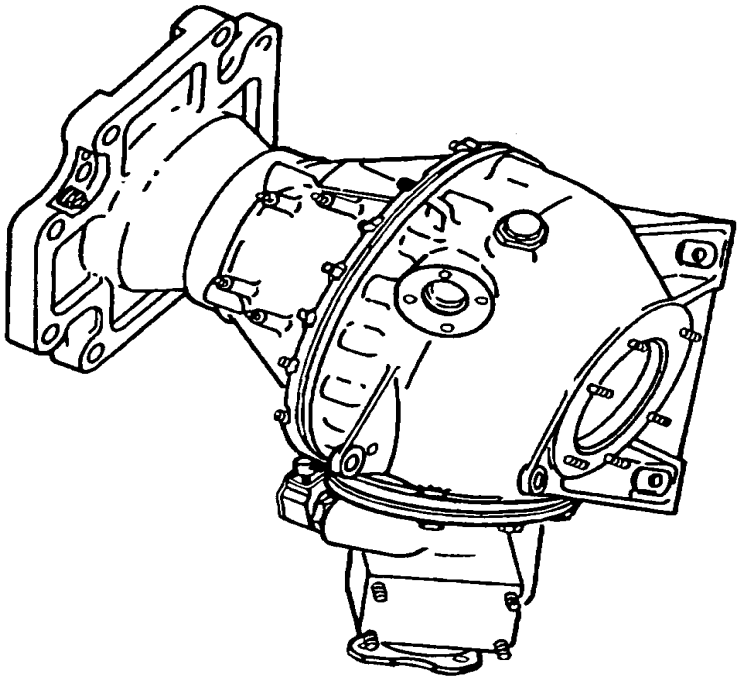
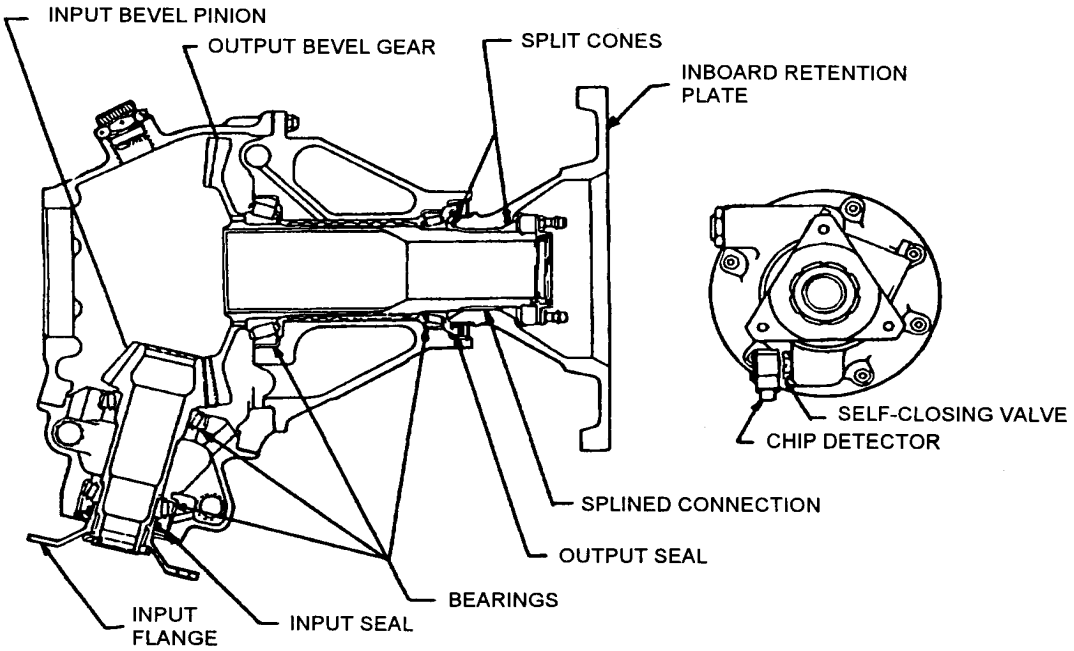
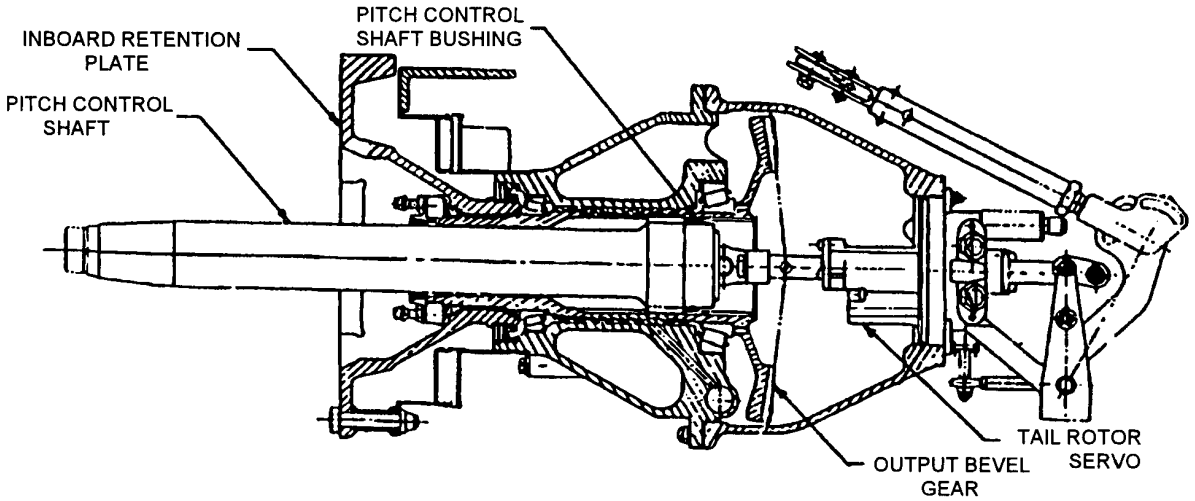

**Figure A-5. Tail Rotor Gearbox**
**Figure A-6. Tail Rotor Gearbox Nomenclature**
**Figure A-7. Tail Rotor Gearbox, Tail Rotor Servo, & Pitch Control Shaft Assembly**
1. The BLACK HAWK tail rotor gearbox changes the speed and angle of drive from the tail drive shaft to the tail rotor blades and pitch control mechanism. See Figure A-5, page A-214. The major components of the tail rotor gearbox include the housings (input, center, and output), the input bevel pinion and the output bevel gear, four (4) tapered roller bearings, an input flange, an inboard retention plate, and input and output seals. See Figure A-6; page A-215 for the location of the major components. The tail rotor gearbox is operated with the tail rotor servo and pitch control shaft installed into the gearbox. See Figure A-7; page A-215.